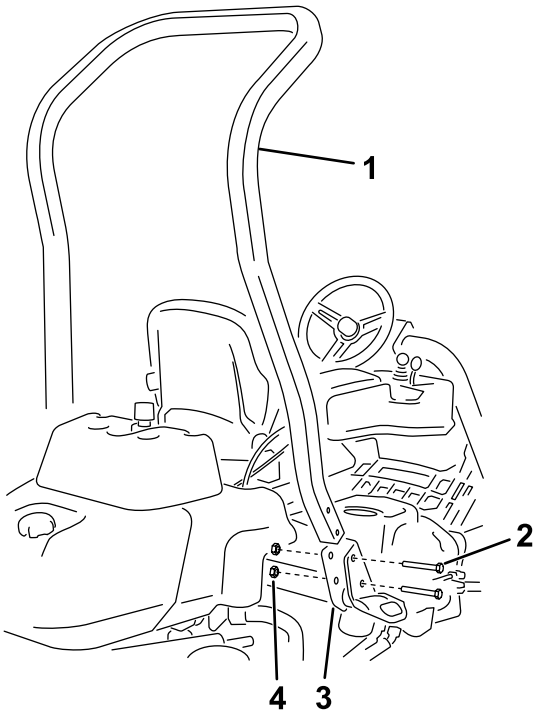

Figur 3
3. Bruk fire bolter (½ x 3¾ tommer) og fire flensmuttere (½ tomme) for å montere veltebøylen i veltebeskyttelsesbrakettene på hver side av maskinen, som vist i Figur 3.